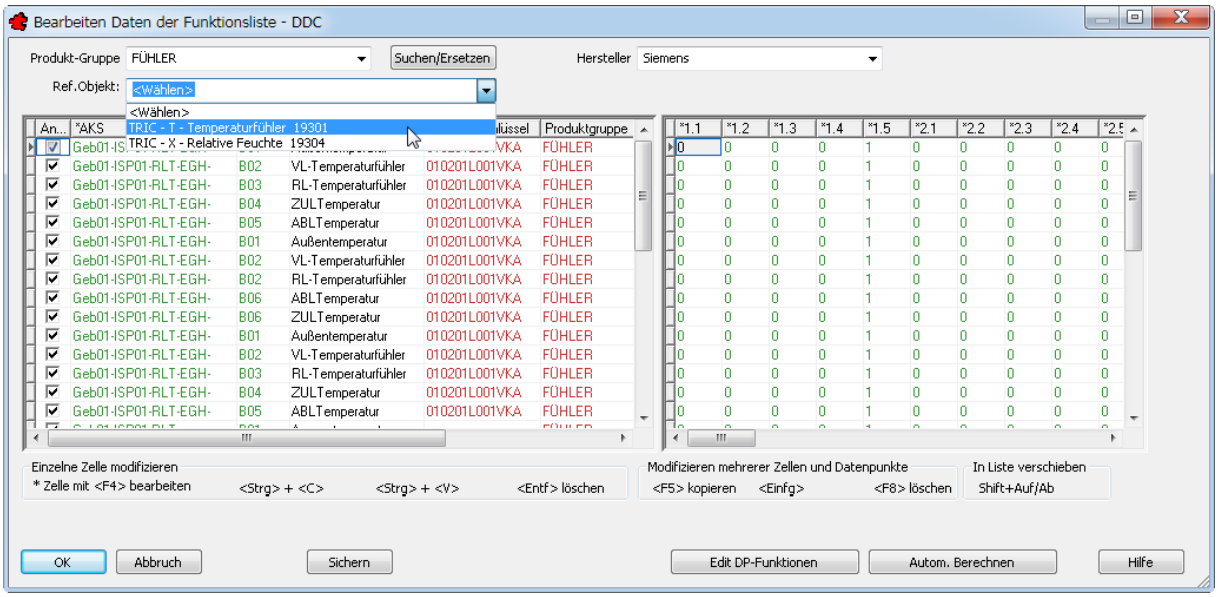

Bild 23.8 – Die globale Liste wird nach Fühlern gefiltert
- Wählen Sie im Listenfeld *Ref.Objekt* den Eintrag *Temperaturfühler* (Abb. 23.8).